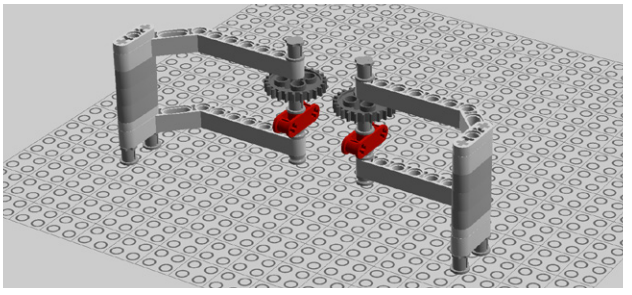

Figure 7-76. *Step 69: Building another*
69. Next, build another one just like it, but flip the double angle beams to make it a mirror image of the first one (as in Figure 7-76). You have claws!